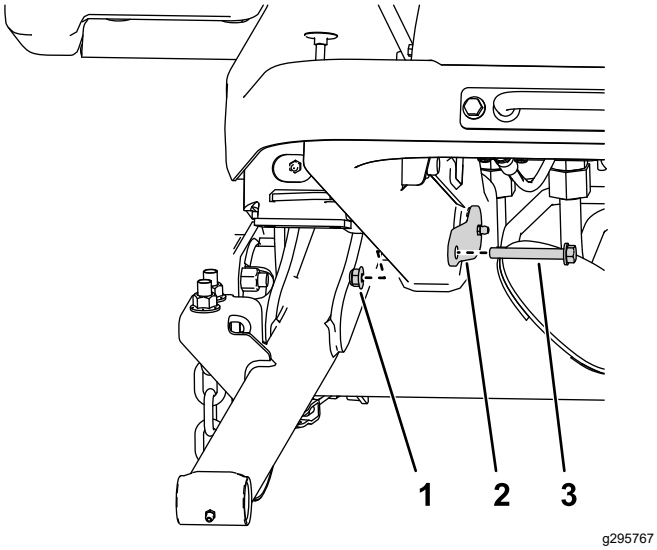

**Bild 6**
4. Verwenden Sie zwei Muttern (⅜") und zwei Schrauben (⅜" x 2¾"), um die großen Stifte am Rahmen zu befestigen (Bild 6).